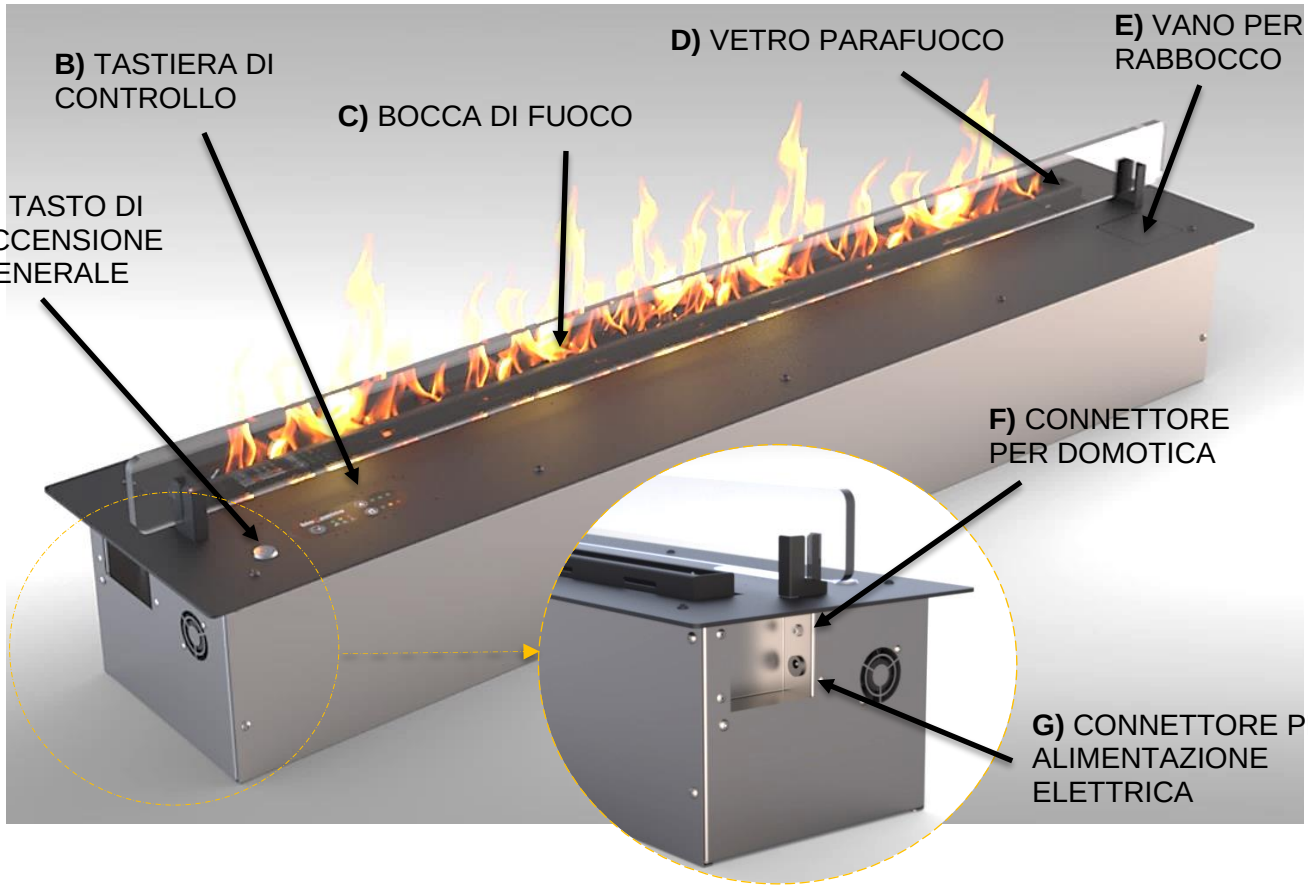

Fig.1
- Premere il pulsante di accensione generale (A. Fig.1), attendere la fase di test (i led si illuminano tutti in sequenza e si spengono). Ora il bruciatore è in funzione e in attesa di comandi da tastiera o da remoto.
1. Aprire il **vano per il rabbocco** (E Fig.1) e inserire il **tubo di riempimento** in dotazione nella presa di carico a innesto rapido, inserire l'estremità del tubo libera nel contenitore di bioetanolo.